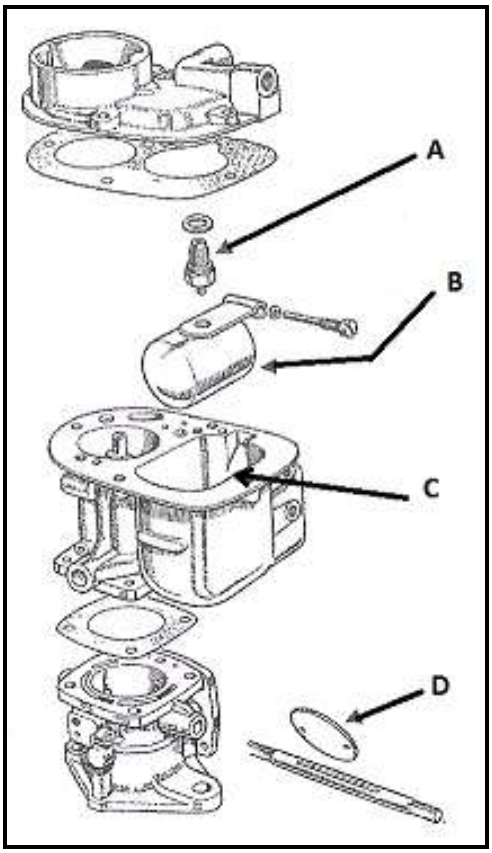

FIGURE 1 (4)
1.3 1.3.1 Identify the indicated components of the part in FIGURE 1 by writing only the answer next to the letter (A–D) in the ANSWER BOOK.
1.3.2 Name the part shown in FIGURE 1. (1)